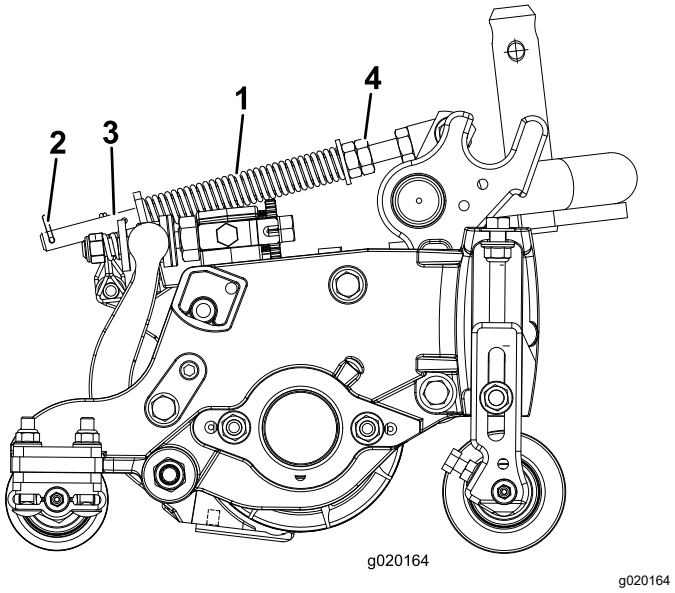

Figuur 12
De gazoncompensatieveer (Figuur 12) zorgt ervoor dat het gewicht van de voorste naar de achterste rol wordt verplaatst. Dit voorkomt dat er een golfpatroon in de grasmat ontstaat, ook wel bekend als 'bobbing'.
1. Monteer de borgpen in de achterste opening in de veerstang (Figuur 12).
2. Draai de zeskantige moeren op het voorste uiteinde van de veerstang vast totdat de lengte van de samengedrukte veer 12,7 cm bedraagt (Figuur 12).